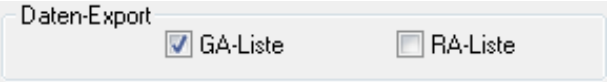

Bild 20.9 – Gruppenfeld *Daten-Export*
- *RA-Liste* exportiert TRIC auch die Raumautomationsliste (Abb. 20.9).